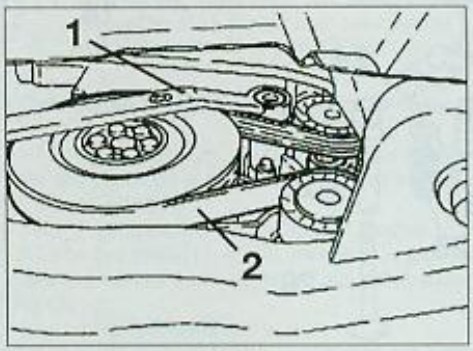

FIG. 15
- Clé [1] pour détendre la courroie d'accessoires primaire (ref. 1860966000) **(Fig.15)**
- à l'aide d'une clé (1), tourner la vis de la poulie de tendeur automatique dans le sens antihoraire afin de relâcher la tension de la courroie d'accessoires primaire (2) **(Fig.15)**.